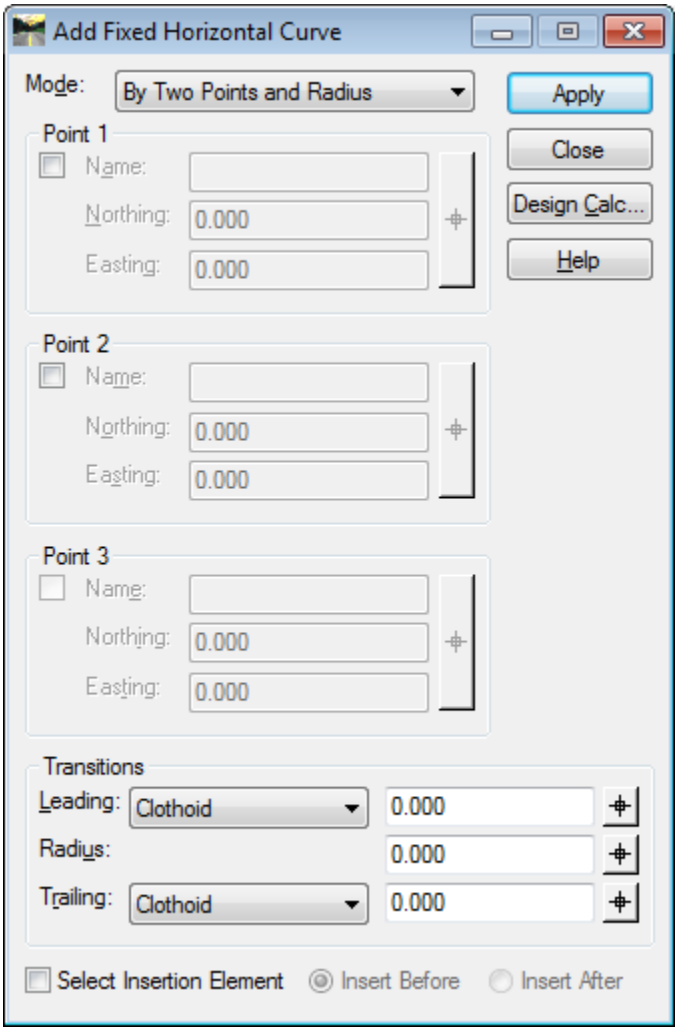

Figure L12-82 Add Fixed Horizontal Curve
72.	**Open the Add Fixed Horizontal Curve dialog in order to add a Curve to Alignment DE105.** • In InRoads, select **Geometry ► Horizontal Element ► Add Fixed Curve**. The **Add Fixed Horizontal Curve** dialog opens as shown in *Figure L12-82*.